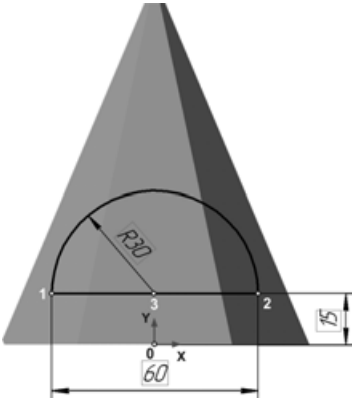

Рис. 6.165
- Постройте отрезок 1-2 (рис. 6.165) выше точки начала координат, назначьте отрезку горизонтальную ориентацию и проставьте линейный размер 60, определяющий его длину.